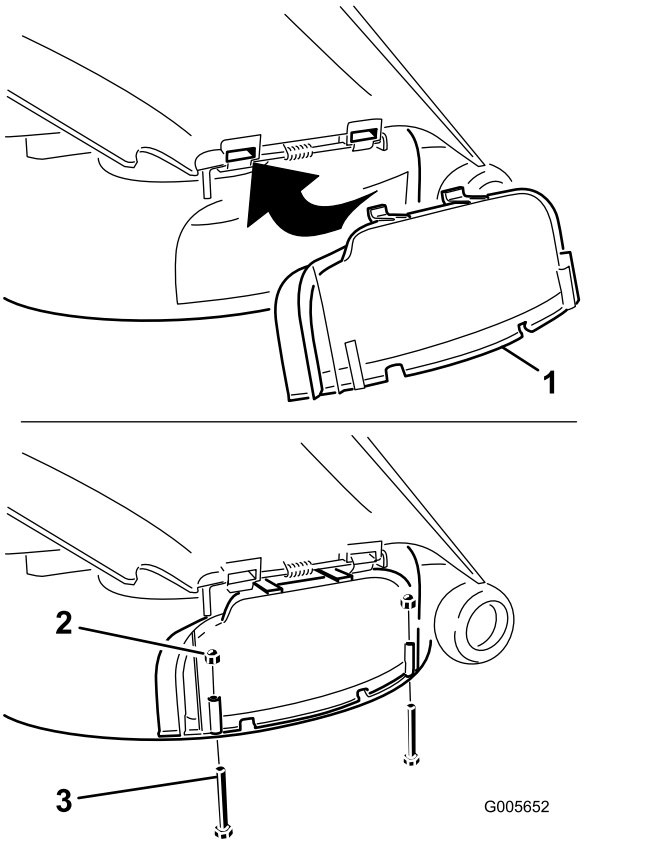

Figura 25
5. Rode a cobertura de desgarga para baixo para cima da abertura e para o rebordo inferior do cortador (Figura 25).
6. Fixe a cobertura de descarga ao rebordo inferior do cortador com 2 parafusos (¼ pol. x 2½ pol.) e 2 porcas cegas (¼ pol.) conforme indicado em Figura 25.